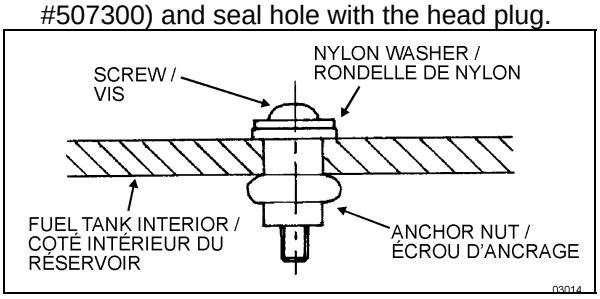

**FIGURE 14: FUEL TANK REPAIR** **03014**
5. Place assembly in drilled hole. Tighten screw by 10 complete turns. Refer to Figure 14.